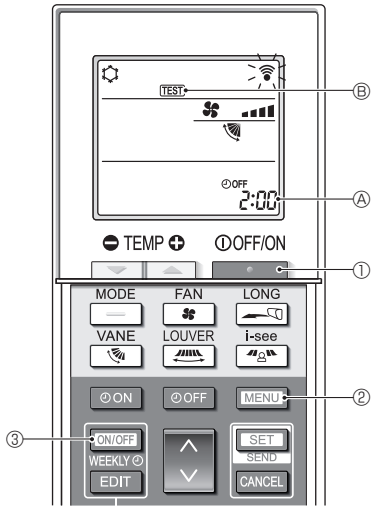

Fig. 7-5
7.2.2. Al usar el controlador remoto inalámbrico (Fig. 7-5)
■ **Prueba de funcionamiento (Fig. 7-5)**
1. Pulse el botón [ ] ① para detener el acondicionador de aire.
- Si el temporizador semanal está activado (se muestra WEEKLY), pulse el botón [ON/OFF WEEKLY] ③ para desactivarlo (no se muestra WEEKLY).
2. Pulse el botón [MENU] ② durante 5 segundos.
3. Pulse el botón [MENU] ②.